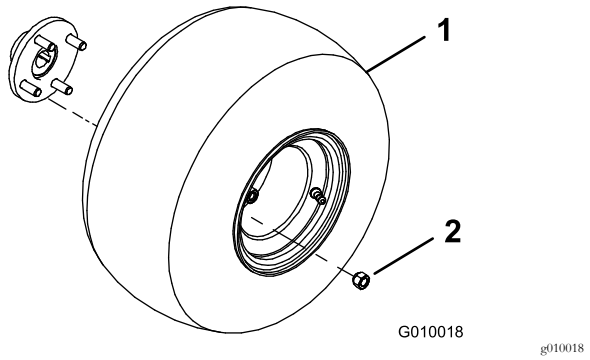

Rysunek 3
2. Zamontuj zespół koła na każdej piaście koła tylnego (Rysunek 3).
3. Załóż nakrętki zabezpieczające (Rysunek 3) i dokręć je z momentem o wartości od 61 do 75 N·m.